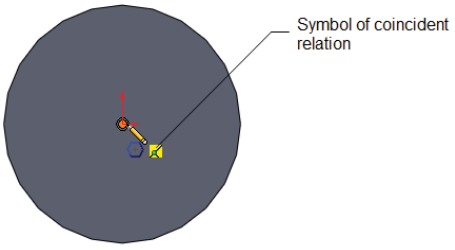

Figure 2-17 *Symbol of coincident relation*
5. Move the polygon cursor toward the center of the circular face of the base feature and click to specify a point when the origin gets highlighted and the symbol of coincident relation is displayed below the polygon cursor, refer to Figure 2-17.